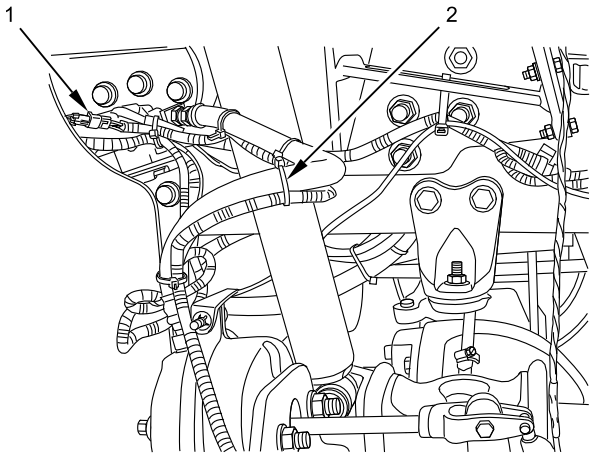

Figure 10. Right Antilock Brake System (ABS) Sensor Disconnected.
11. Disconnect ABS sensor electrical connector (Figure 10, Item 1), remove cable lock straps (Figure 10, Item 2) as necessary, and position connector aside. Discard cable lock straps.